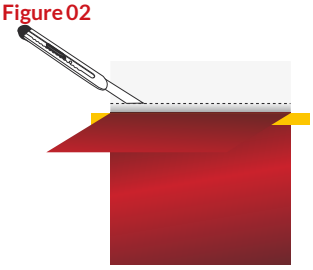

Figure 03
- Retirer 10 cm de liner. (FIG. 03)